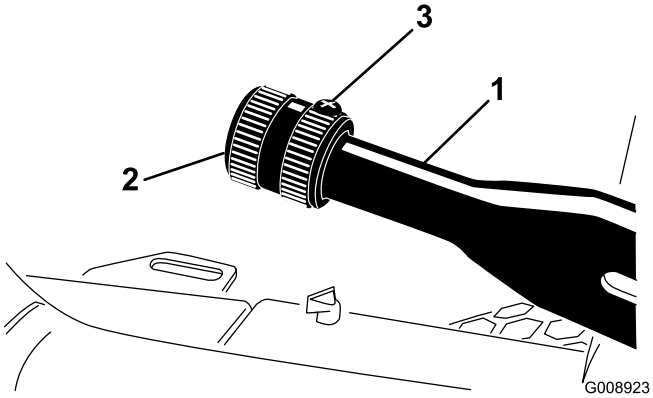

Figur 68
1. Lossa ställskruven som fäster ratten på parkeringsbromsspaken (Figur 68).